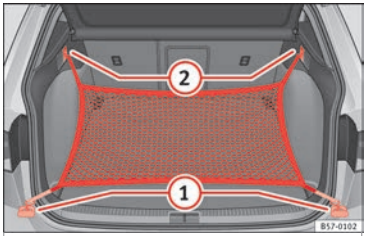

Fig. 157 In the luggage compartment: rings (1) and hooks (2) for attaching the net bag.
- Secure the short net hooks to the fastening rings ››› Fig. 157 (1) ››› ⚠. The bag zip should be facing upwards.
- Secure the straps in the bag hooks (2).